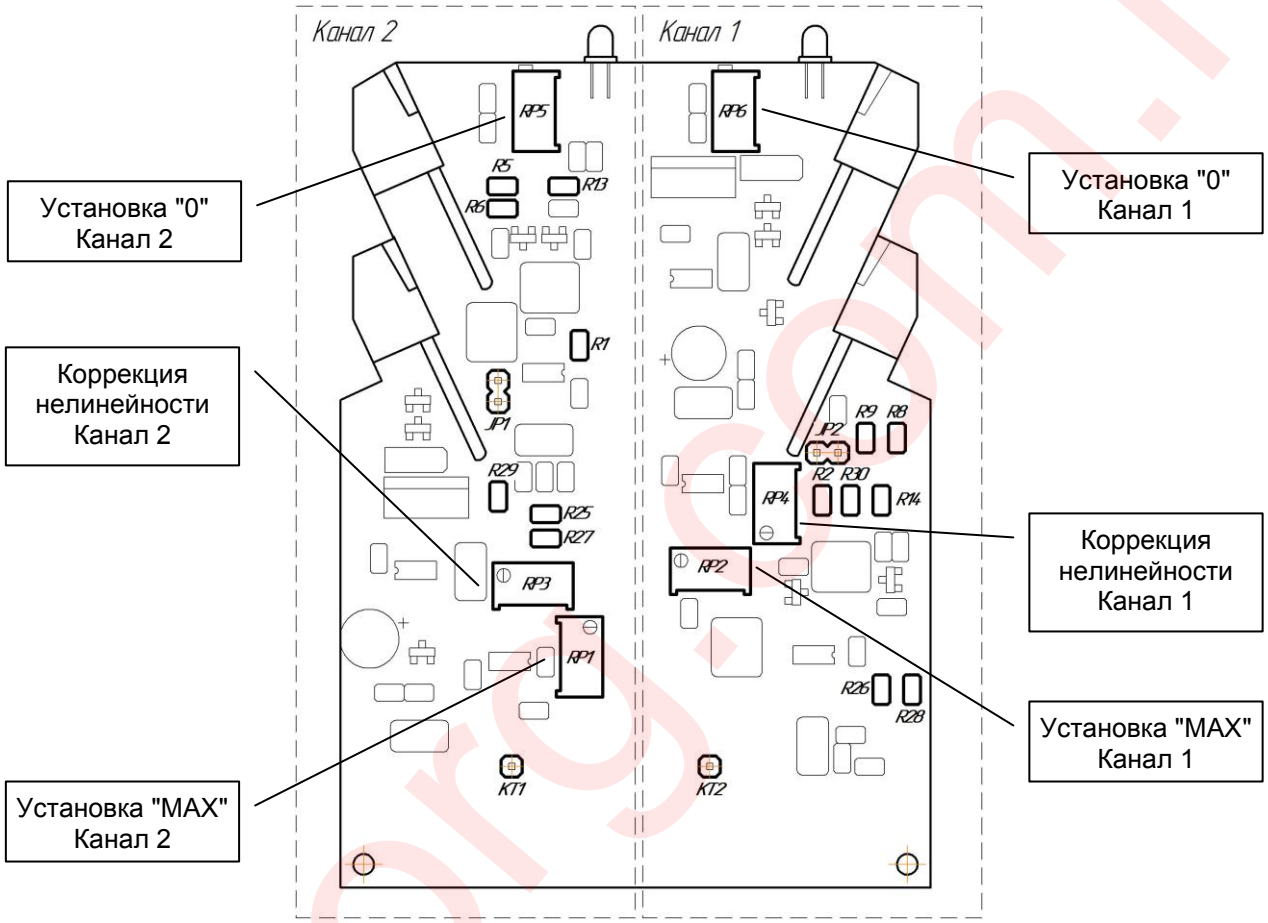

Рисунок 3.1 – Схема расположения органов регулирования и элементов настройки блоков БПО-430/БПО-432
3.2.3 При необходимости переналадки блока БПО-430/БПО-432 на другие входные сигналы используйте рисунок 3.1 и таблицы 3.1 и 3.2.